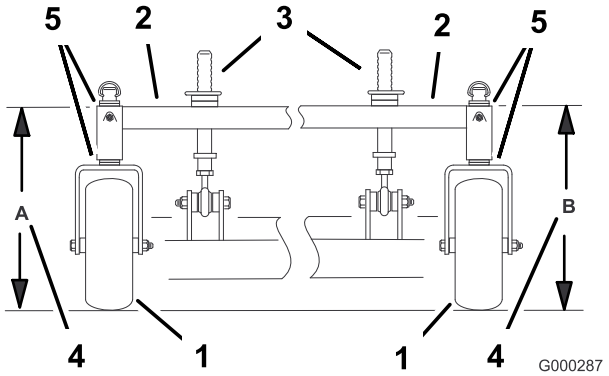

Figura 70
4. Mida la altura del bastidor de tiro en la posición **A** (Figura 70).
5. Mida la altura del bastidor de tiro en la posición **B** (Figura 70).